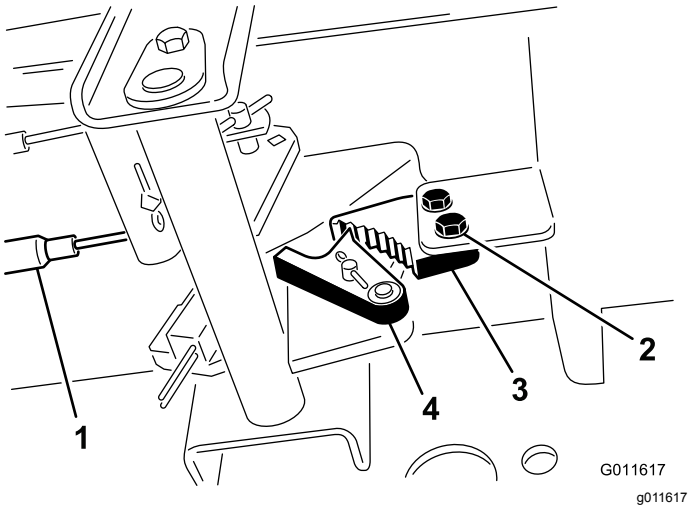

Рисунок 62
1. Ослабьте два винта крепления защелки стояночного тормоза к раме (Рисунок 62).
2. Нажмите педаль тормоза вперед, пока углубление тормоза не войдет полностью в зацепление с защелкой тормоза (Рисунок 62).